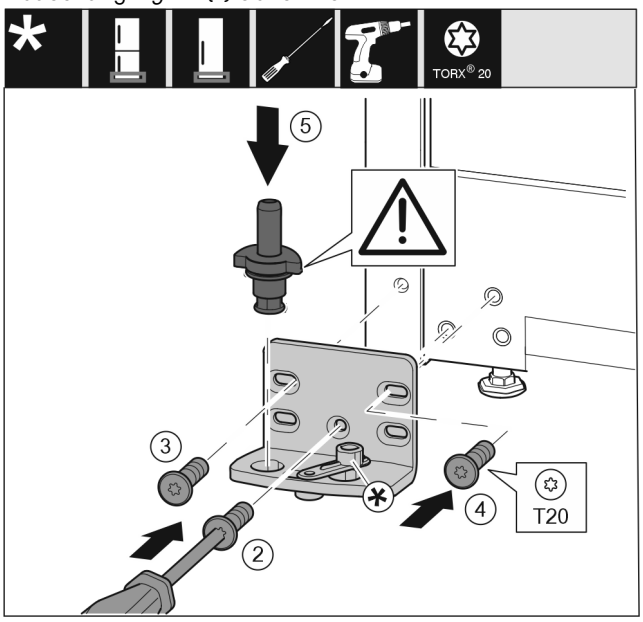

*Fig. 48 **
- ▶ Lagerbock auf der anderen Seite ansetzen und mit Hilfe eines Schraubendrehers anschrauben. Mit der Schraube *Fig. 48 (2)* unten in der Mitte beginnen.*
- ▶ Schraube *Fig. 48 (3)* und Schraube *Fig. 48 (4)* festschrauben.*
- ▶ Lagerbolzen *Fig. 48 (5)* komplett einsetzen. Dabei darauf achten, dass der Rastnocken nach hinten zeigt.*